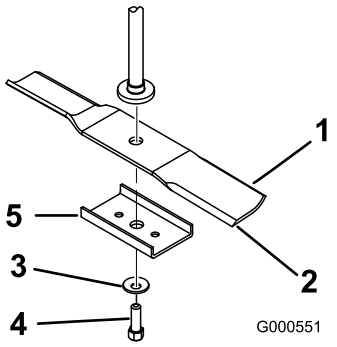

Figuur 54
Pak het uiteinde van het mes vast met een doek of een dikke handschoen. Verwijder de mesbout, de klemring, de mesversteviger en het mes van de spilas (Figuur 54).
1. Monteer het mes op de as (Figuur 54).
2. Monteer de mesversteviger, de klemring (holle kant naar het mes toe) en de mesbout (Figuur 54).